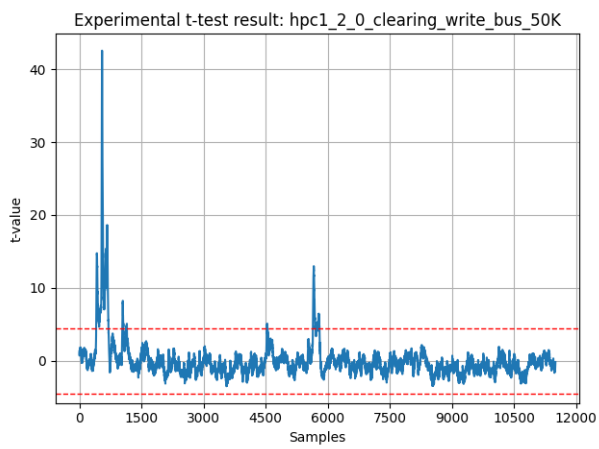

Figure 14.7: Experimental T-test result of hpc1-opt-2-0-without-b-0 - patching the write bus (Setup: 250MSa/s, 11.5KS, 2ns, 2MHz)
2) The write bus (str instruction): (leakages in cycles 90 and 91) Lines 130 and 215 in Listing 14.1 made this type of leakage. Solution is clearing the write bus after storing $c0$ (Listing 14.5). Figure 14.7 shows the result of applying this patch for 50K traces.